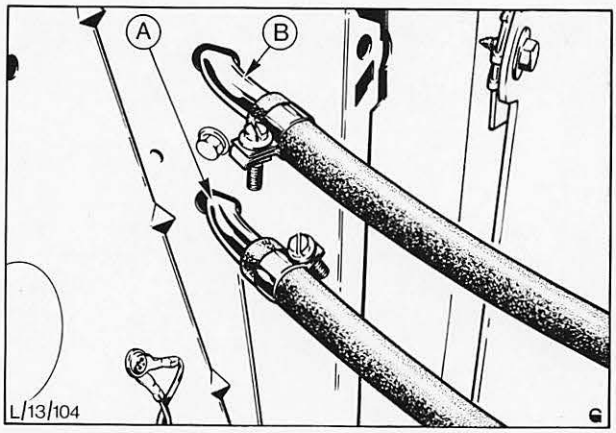

Abb. 74 A = zur Zahnstange
2. Befestigungsschrauben (5) des Kühlergrills entfernen und Grill abnehmen.
3. Schlauchklemmen lösen und Lenkhilfeschläuche vom Ölkühler abziehen, Abb. 74.